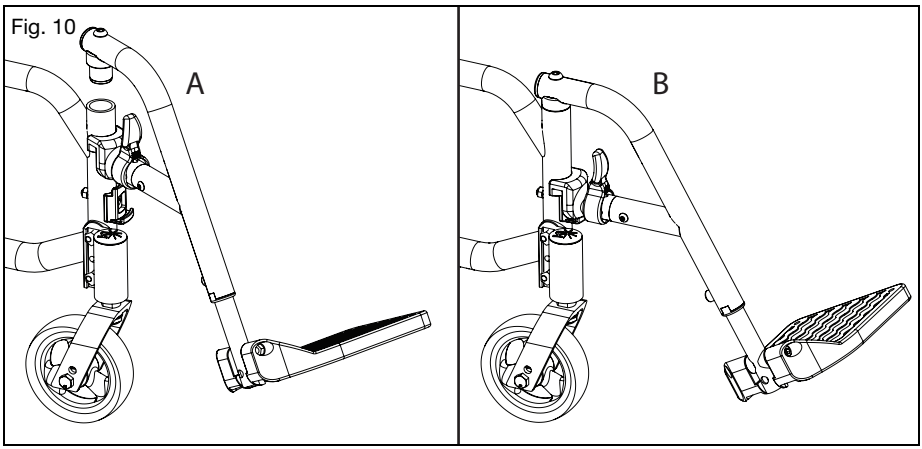

Fig. 10
a. Inserte el receptor pivotante del swing-away en el alojamiento que se halla en el tubo frontal del chasis (Fig. 10:A).
b. Haga rotar el apoyapiés de manera tal que quede alineado con el chasis y se fije en su lugar dentro del pestillo de bloqueo (Fig. 10:B).
a. Inserte el receptor pivotante del swing-away en el alojamiento que se halla en el tubo frontal del chasis con el apoyapiernas mirando hacia adentro o hacia afuera con respecto al chasis. De modo similar al apoyapiés swing-away que se ilustra en la Fig. 10.